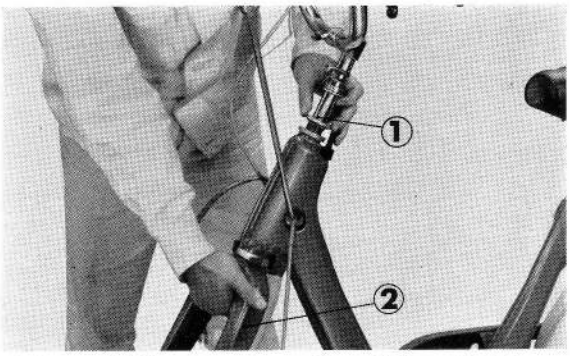

**Figure 4-14 : ① roulement supérieur de la direction ② fourche avant**
1. Avec de la graisse, placer respectivement 26 et 21 billes d'acier dans les roulements inférieur et supérieur. (figure 4-14)